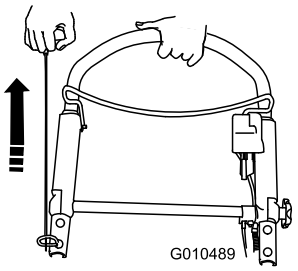

Figuur 21
3. Trek het startkoord uit (Figuur 21).